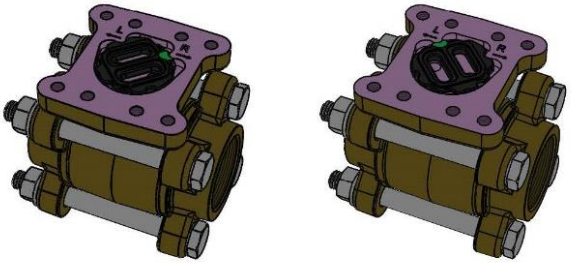

Fig. 7
För att ändra flödesriktningen, demontera de fyra (4) insex-skruvarna som håller membranhuset mot anslutningsröret. Lyft bort indikatorenheten så ser du flödesriktningsväljaren i rördelen (den kan eventuellt ha fastnat mot indikatorenhetens undersida). Lyft upp flödesriktningsväljaren och placera tillbaka den i önskad riktning (se fig. 7).